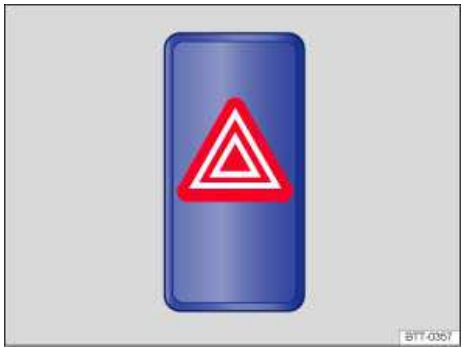

Fig. 151 In the center of the instrument panel: Switch for emergency flashers.
2. Switch on emergency flashers by pressing the ⚠ switch ⇒ fig. 151.